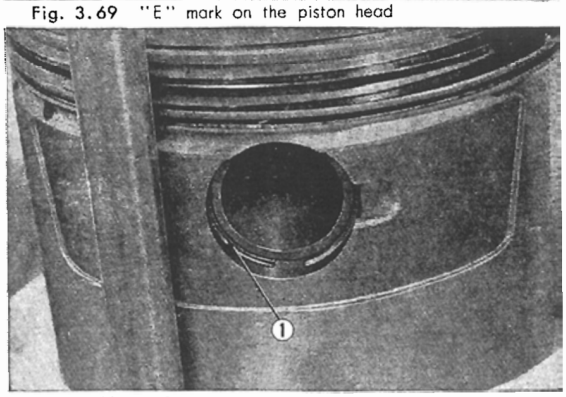

Fig. 3.70 Shift the cut portion of the clip from the cut portion of the clip groove
b. Set the clip so that the opening is away from the groove cutout. **(Fig. 3.70)**